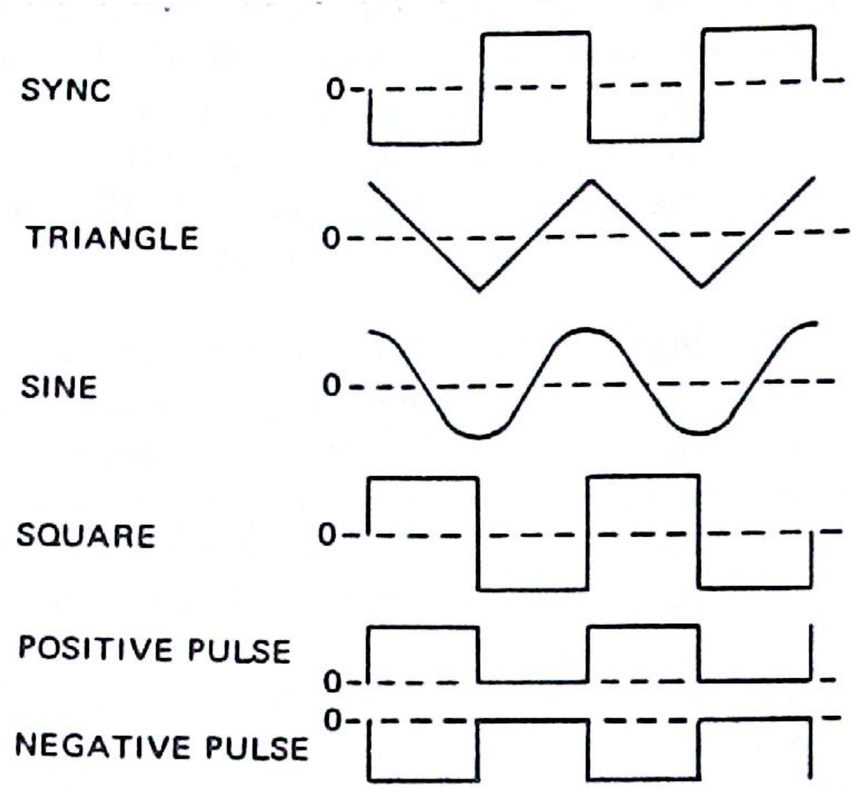

Figure 2-2.
8. **WAVEFORM Selector** – This selects the waveform that appears at the 50Ω output. The waveforms are sine ∿, triangle ∧∨, square ⊓⊔, positive going pulse ⊓, negative going pulse ⊔, and DC voltage. See Figure 2-2 for phase and polarity relationships.
11. **SYNC OUT** – This is a square wave (or rectangular if SYMMETRY control is in use) with the same frequency and opposite polarity of the selectable square wave at the 50Ω output. Amplitude into an open circuit is greater than 4 V p-p (2 V p-p into 50Ω). Rise and fall times are less than 50 ns. See Figure 2-2 for phase and polarity relationships.